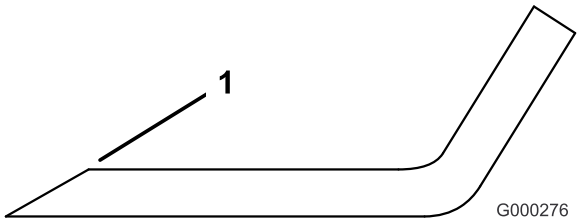

Figuur 86
1. Gebruik een vijl om de snijranden aan beide uiteinden van het mes te slijpen (Figuur 86). Houd daarbij de oorspronkelijke hoek in stand. Het mes blijft in balans als u van beide snijranden dezelfde hoeveelheid materiaal verwijdert.